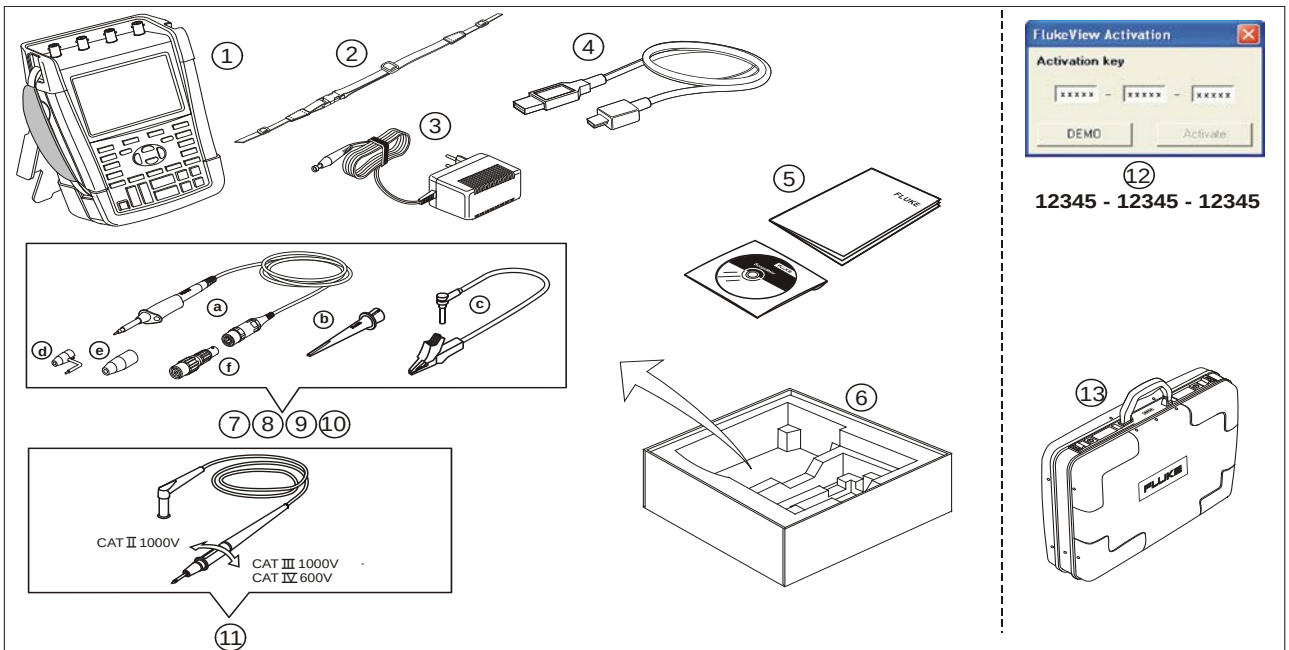

Figure 1. Test Tool Kit
The items in Figure 1 are included in your test tool kit:
3	Power Adapter (country dependent, may vary from what is shown in Figure 1)
- **Do not connect the ground spring (figure 1, item d) to voltages higher than 42 V peak (30 Vrms) from earth ground.**
- **When using the ground reference lead with any of the probes, make sure that the black isolation sleeve (Figure 1, item. 10e) is over the probe tip.**